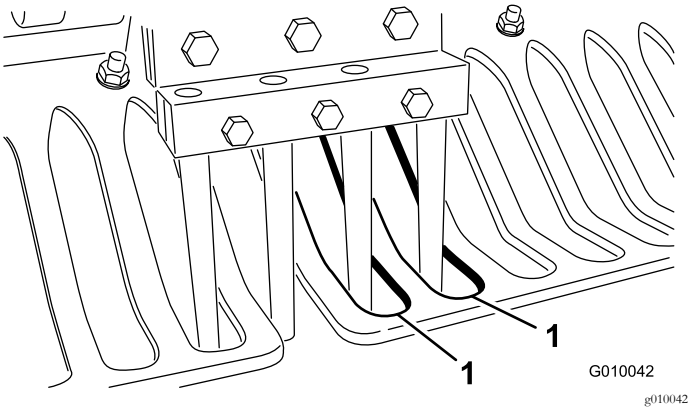

Figuur 26
7. Controleer of de tanden zich in het midden van de openingen in de beschermvingers bevinden (Figuur 26). Verstel indien nodig de beschermvingers en draai de moeren vast.